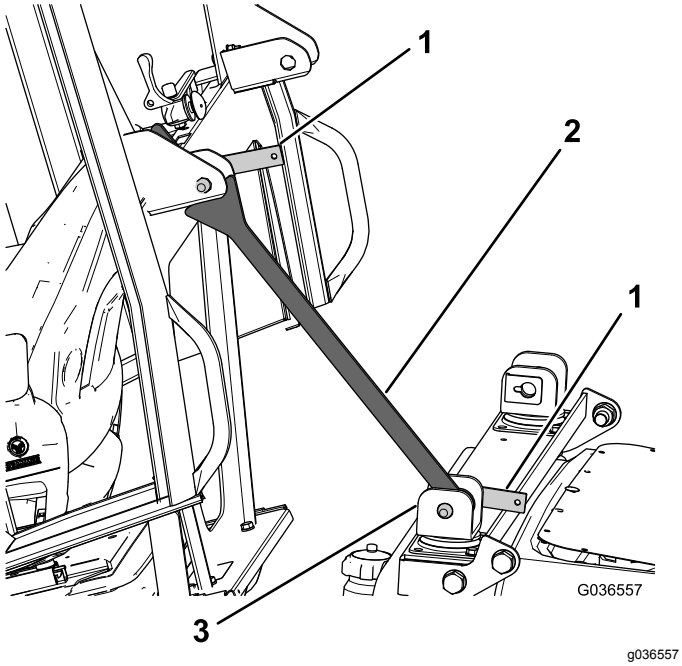

Figura 22
C. Una volta fissata la staffa del supporto di sicurezza, ruotate la staffa della traversa verso la cabina, in modo che poggi contro la staffa sulla parte posteriore della cabina (Figura 22).
D. Inserite la leva di bloccaggio rimanente attraverso la staffa superiore per assicurarvi che la staffa del supporto di sicurezza rimanga in posizione (Figura 22).